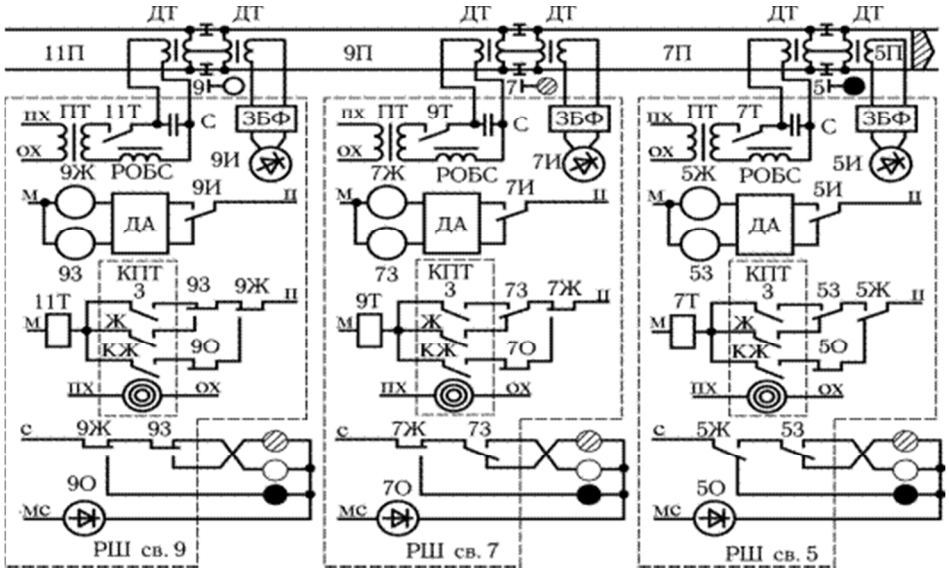

Рисунок 7 – Схема сигнальной точки числовой кодовой автоблокировки переменного тока
7. Дана схема сигнальной точки числовой кодовой автоблокировки переменного тока (Рис. 7). Определить род тяги на перегоне;